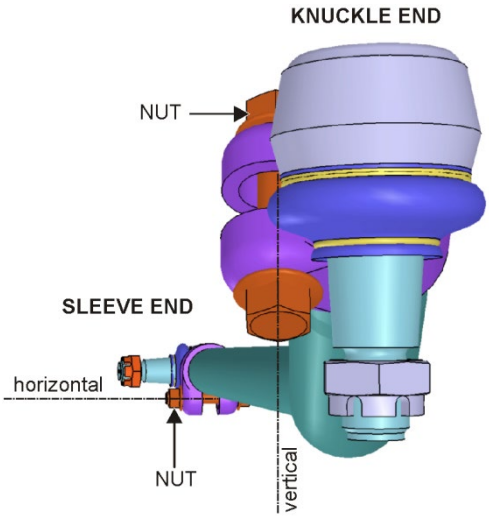

**FIGURE 10: NOTE THE HORIZONTAL ORIENTATION OF THE CLAMP BOLT AT THE SLEEVE END AND ON WHICH SIDE THE NUT MUST BE POSITIONED**
12. Adjust sleeve to the values of FIGURE 10.